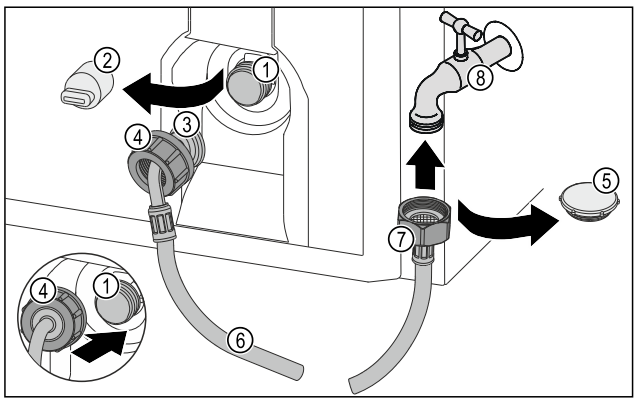

Fig. 45
▶ Îndepărtați capacul *Fig. 45 (5)*.
▶ Atașați capătul furtunului drept *Fig. 45 (7)* pe robinetul de apă *Fig. 45 (8)*.
▶ Strângeți ferm piulița pe capătul furtunului drept *Fig. 45 (7)* în sens orar.